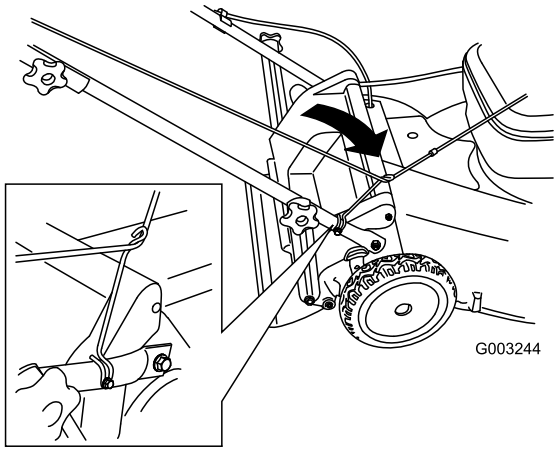

**Figuur 23**
3. Laat het startkoord rond de onderste koordgeleider lopen (Figuur 23).